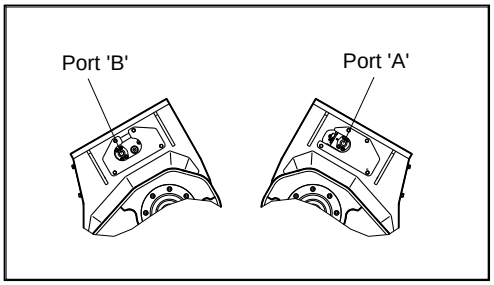

Abbildung 14
- Prüfen Sie die Richtung des Schlauchverbindungsanschluss. Rohrleitungslinie auf dem Träger sollte in der gleichen Richtung wie die Anschlüsse des Pulverizers sein. Die Folgenden sind die Richtungen des Schlauchverbindungsanschluss des Pulverizers (Abbildung 14).